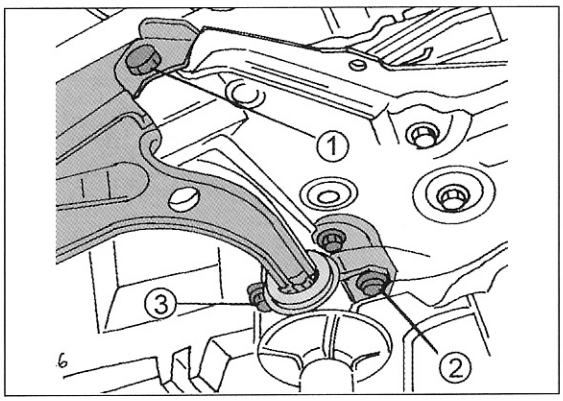

Bild 235
- Unter Bezug auf 228 die Mutter des Kugelbolzens (2) entfernen und das Kugelgelenk mit einem Kugelbolzenabzieher vom Querlenker trennen. *Das Anzugsdrehmoment der Mutter ist nicht bei allen Fahrzeugen gleich.*
- An der Innenseite des Querlenkers die in Bild 235 gezeigten Befestigungsschrauben des Querlenkers herausdrehen. *Alle drei Schrauben haben ein unterschiedliches Anzugsdrehmoment.*
- Die Schraube (1) in Bild 235 sowie die Schrauben (2) und (3) einschrauben. Nachdem das Fahrzeug auf den Rädern steht, die Schraube (1) mit 250 Nm, die Schraube (2) mit 200 Nm und die Schraube (3) mit 170 Nm anziehen.